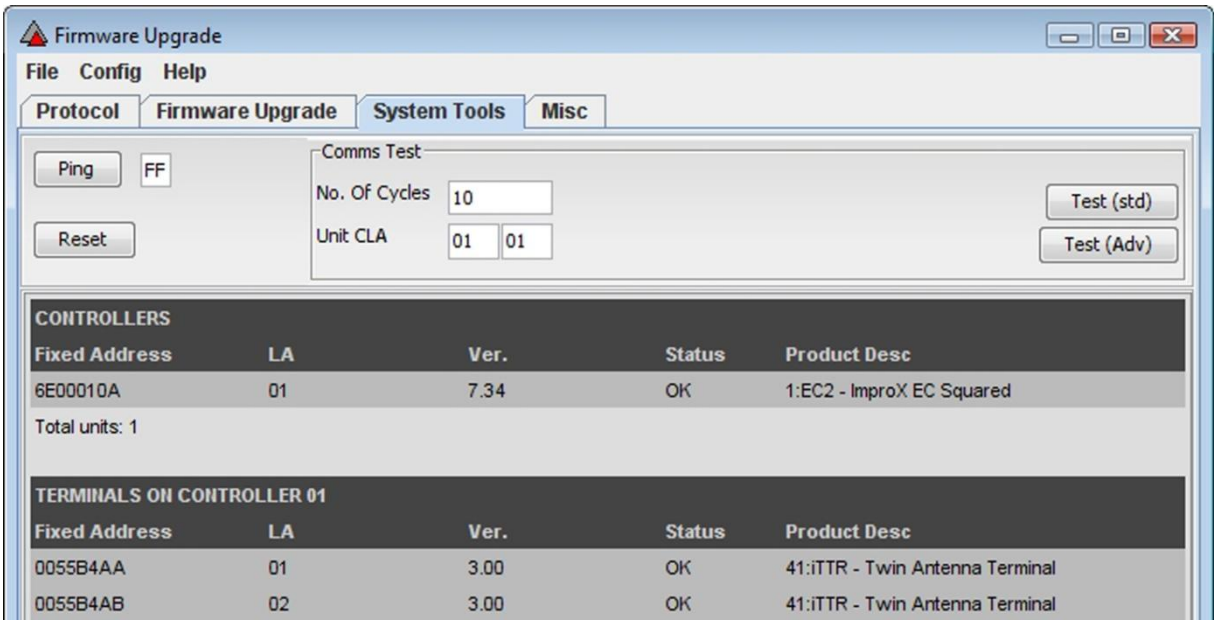

Figure 18 – Firmware Upgrade (System Tools)
2. Select the **System Tools** tab (as shown in Figure 18).